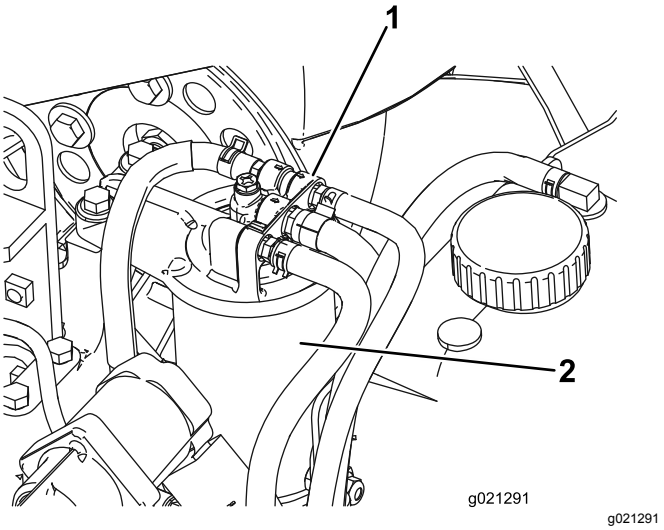

Figur 59
1. Gör rent området kring bränslefilterhuvudet (Figur 59).
2. Demontera filtret och rengör filterhuvudets monteringsyta (Figur 59).